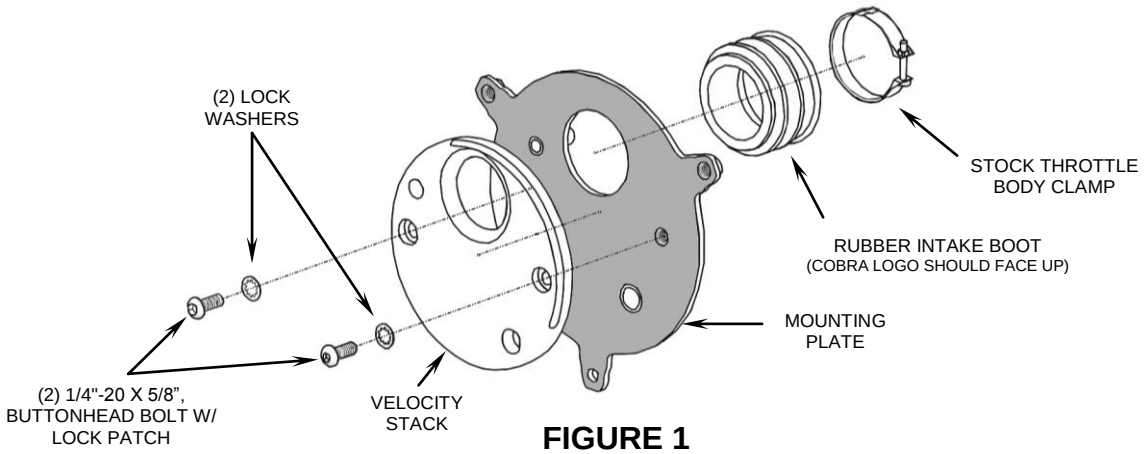

FIGURE 1
2. Remove the (2) bolts that secure the stock air cleaner to the cylinder heads; these bolts and the bushings will not be reused.
5. Using the (2) supplied 1/4"-20 X 5/8” buttonhead bolts and lock washers, assemble the velocity stack, mounting plate and rubber intake boot in the order shown in Figure 1. NOTE: The rubber boot lip needs to be sandwiched between the velocity stack and the mounting plate.
6. Remove the throttle body hose clamp from stock boot and slide it onto the supplied rubber intake boot; position it as shown in Figure 1.